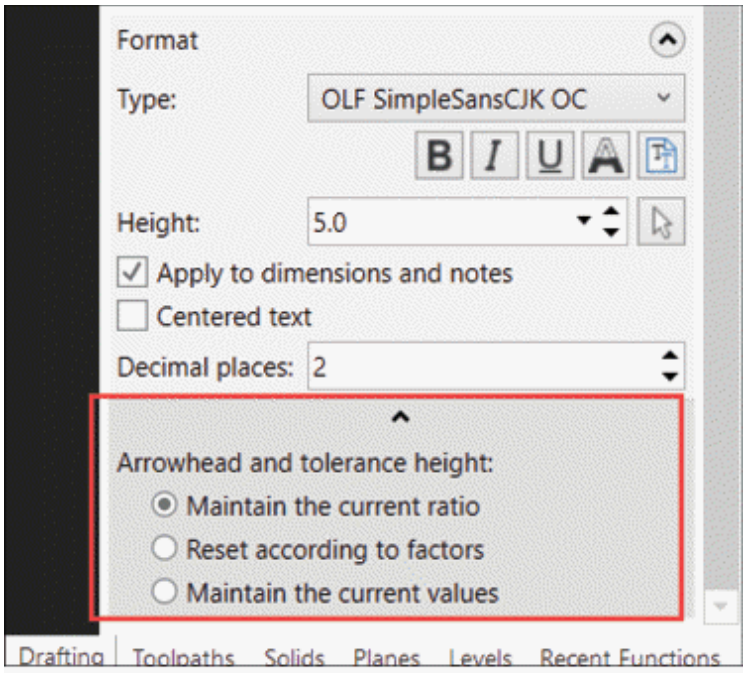

Figure-6. Expanded Manager
- Click on the **Show More Options** button at the bottom in **Manager** to expand the **Manager**; refer to Figure-6.